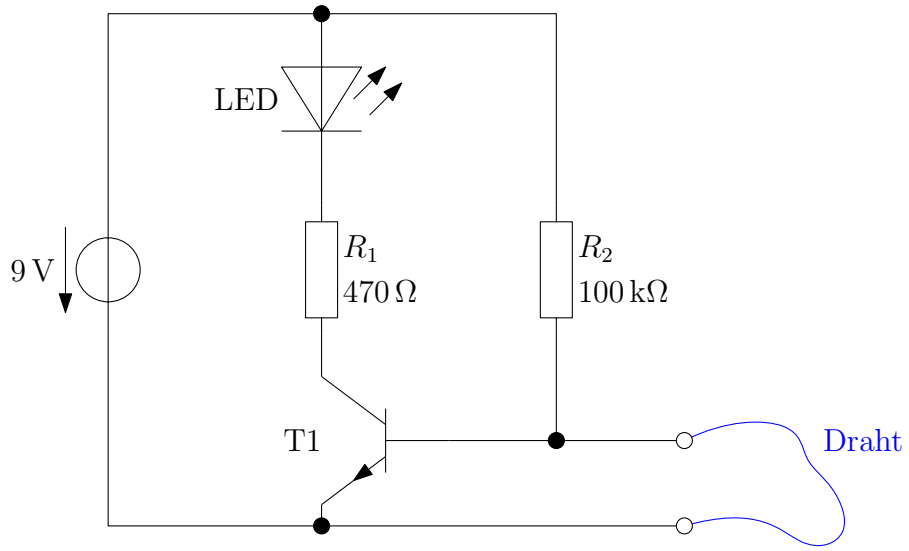

Abbildung 2.18: Experiment – Alarmschaltung
**Versuchsaufbau und-durchführung** Bauen Sie die Schaltung nach Abb. 2.18 auf. Der blau eingezeichnete Draht stellt die Alarmschleife dar. Wird dieser Draht unterbrochen, wird Alarm ausgelöst.